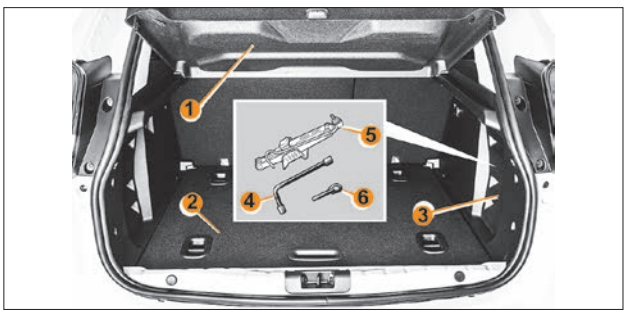
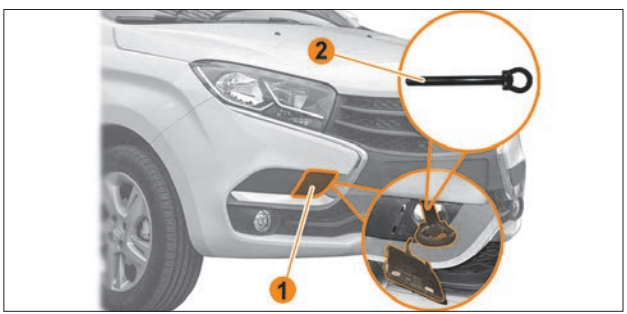

Рис. 9.4.1. Багажное отделение и место размещения инструмента
Рис. 9.6. Передняя буксировочная проушина
- открыв крышку **3**, достаньте из ниши домкрат **5** и колесный ключ **4** (рис. 9.4.1);
Конструкция и место расположения передней/задней буксировочной проушины: под крышкой **1** (рис. 9.6, 9.7) находится втулка с резьбой, в которую вкручивается буксирная проушина. Буксировочная проушина **2** находится в багажном отделении (см. рис. 9.4.1.).